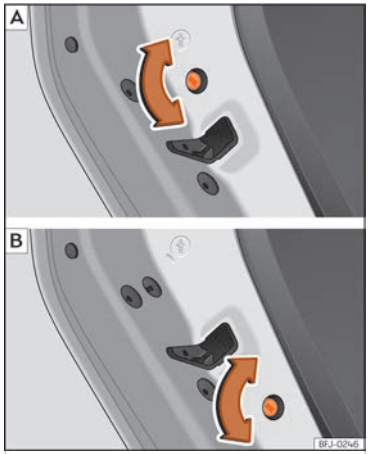

Fig. 56 Fiador infantil de la porta esquerra (simètric a la porta dreta). En funció de la versió o el país, el vehicle té la variant A o bé la variant B.
- Amb la porta oberta, gireu la ranura amb la clau del vehicle en sentit horari per a les portes de l'esquerra ››› fig. 56 i en sentit antihorari per a les portes de la dreta.
- Amb la porta oberta, gireu la ranura amb la clau del vehicle en sentit antihorari per a les portes de l'esquerra ››› fig. 56 i en sentit horari per a les portes de la dreta.